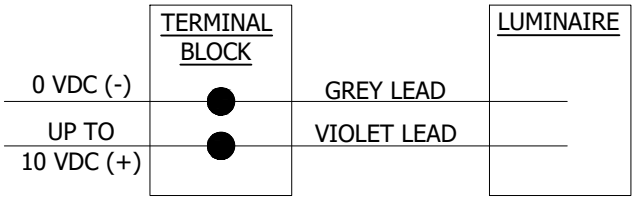

FIGURE 8
(3) DIMMING CONTROL INSTRUCTIONS ARE FOR REFERENCE SINCE LUMENS SETTINGS ARE PRESET BY MANUFACTURER FOR ALL STOCK FIXTURES. FOR WIRED DIMMING CONTROLS, ATTACH DIMMING LEADS PER WIRING SCHEMATIC. REFER TO INSTALLATION INSTRUCTIONS FOR BOLT TORQUES. DO NOT OVER TIGHTEN BOLT. SEE FIGURE 8.